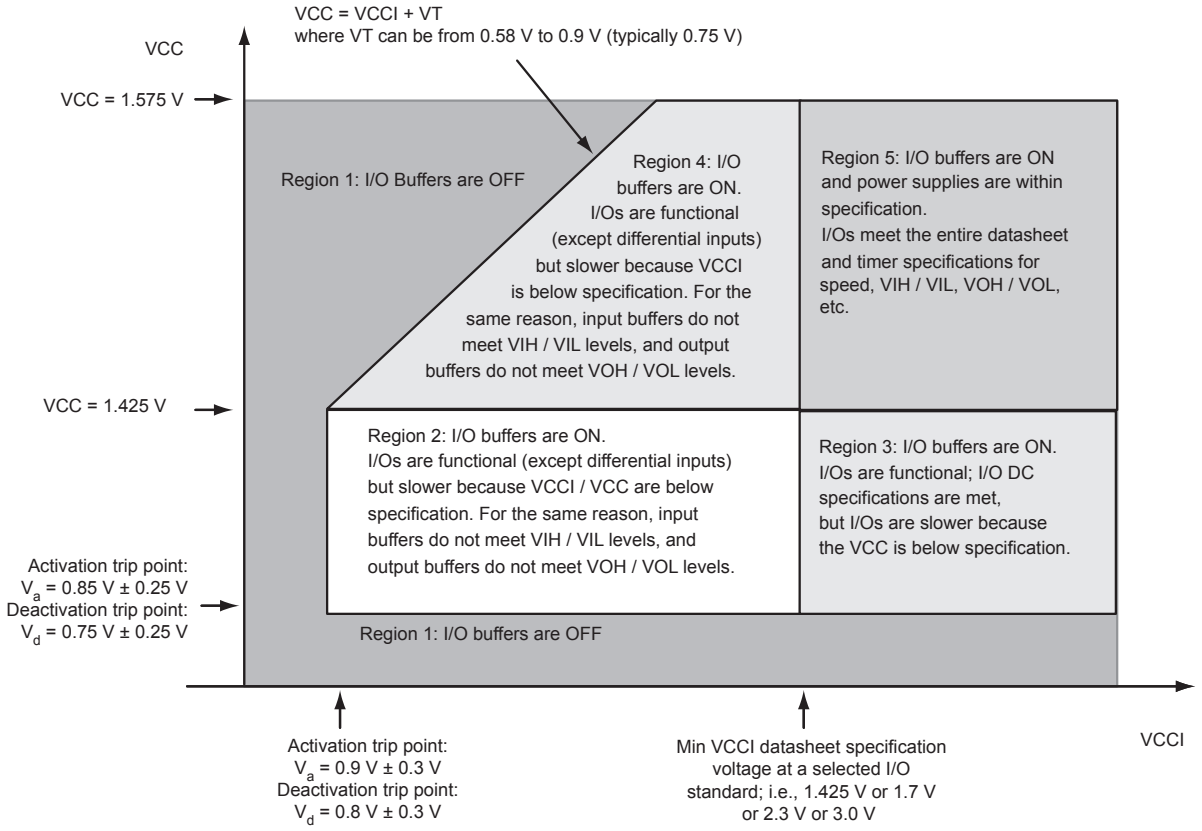
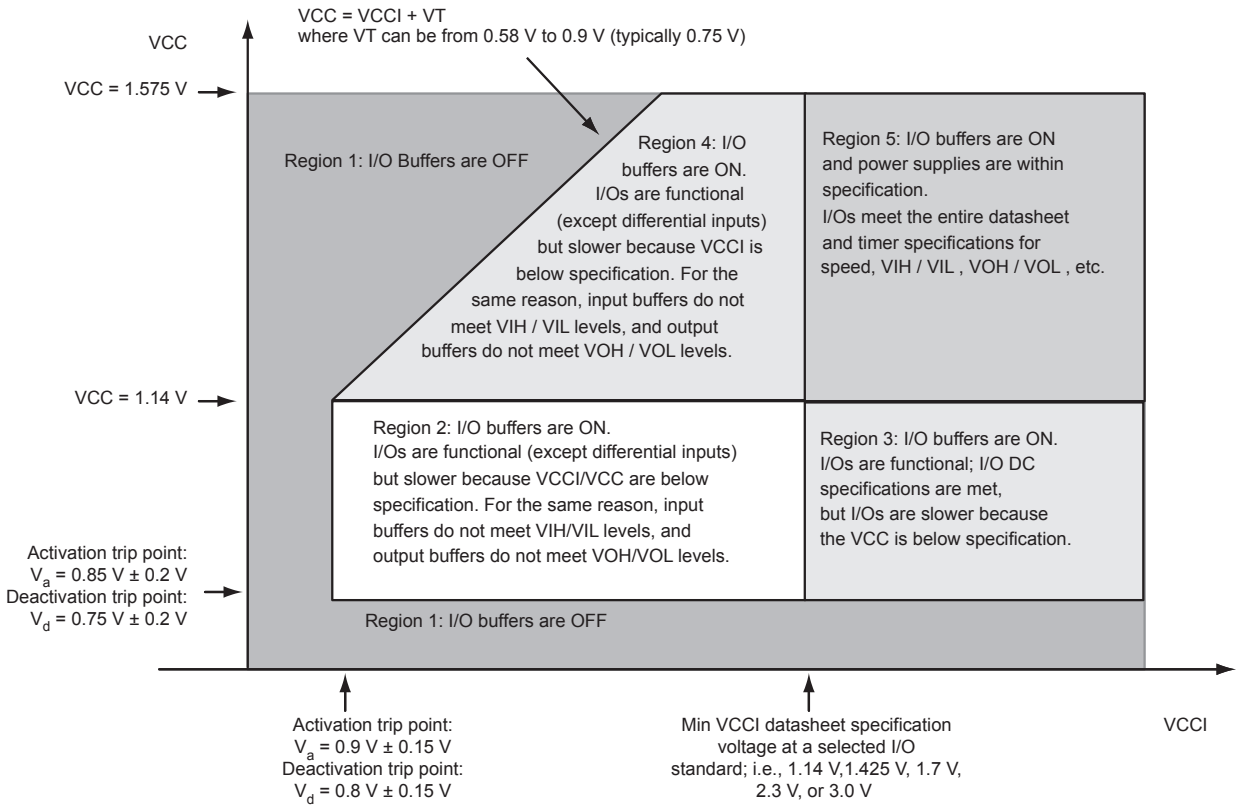

Figure 2-1 • **V5 Devices – I/O State as a Function of VCCI and VCC Voltage Levels**
Figure 2-2 • **V2 Devices – I/O State as a Function of VCCI and VCC Voltage Levels**
Sophisticated power-up management circuitry is designed into every IGLOO device. These circuits ensure easy transition from the powered-off state to the powered-up state of the device. The many different supplies can power up in any sequence with minimized current spikes or surges. In addition, the I/O will be in a known state through the power-up sequence. The basic principle is shown in Figure 2-1 on page 2-4 and Figure 2-2 on page 2-5.
1. VCC and VCCI are above the minimum specified trip points (Figure 2-1 on page 2-4 and Figure 2-2 on page 2-5).
Microsemi recommends using monotonic power supplies or voltage regulators to ensure proper power-up behavior. Power ramp-up should be monotonic at least until VCC and VCCPLX exceed brownout activation levels (see Figure 2-1 and Figure 2-2 on page 2-5 for more details).